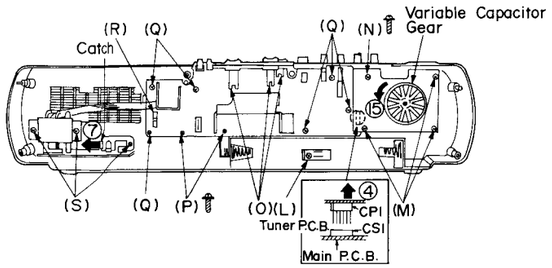

Fig. 5
1. Turn the variable capacitor (variable condencer gear) completely in the direction of arrow ⑮ toward the position "F min" (See Fig. 5).